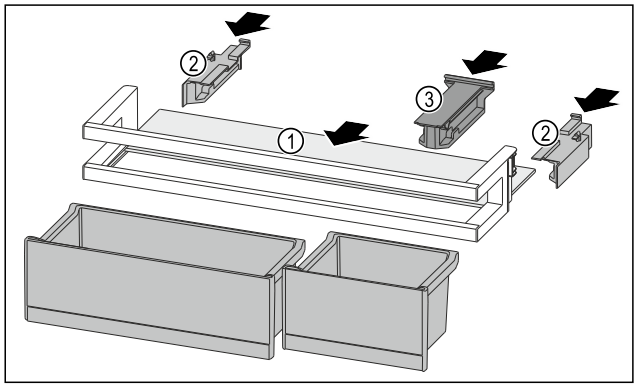

Fig. 135
- ▶ Push the shelf *Fig. 135 (1)* into the side recesses.
- ▶ Insert the side parts *Fig. 135 (2)*.
- ▶ Insert the holding part *Fig. 135 (3)*.